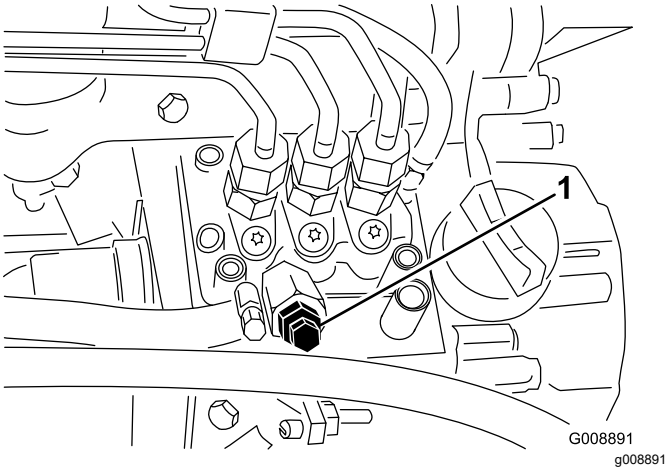

**Figur 46**
4. Öppna avluftarskruven på bränsleinsprutningspumpen (Figur 46).